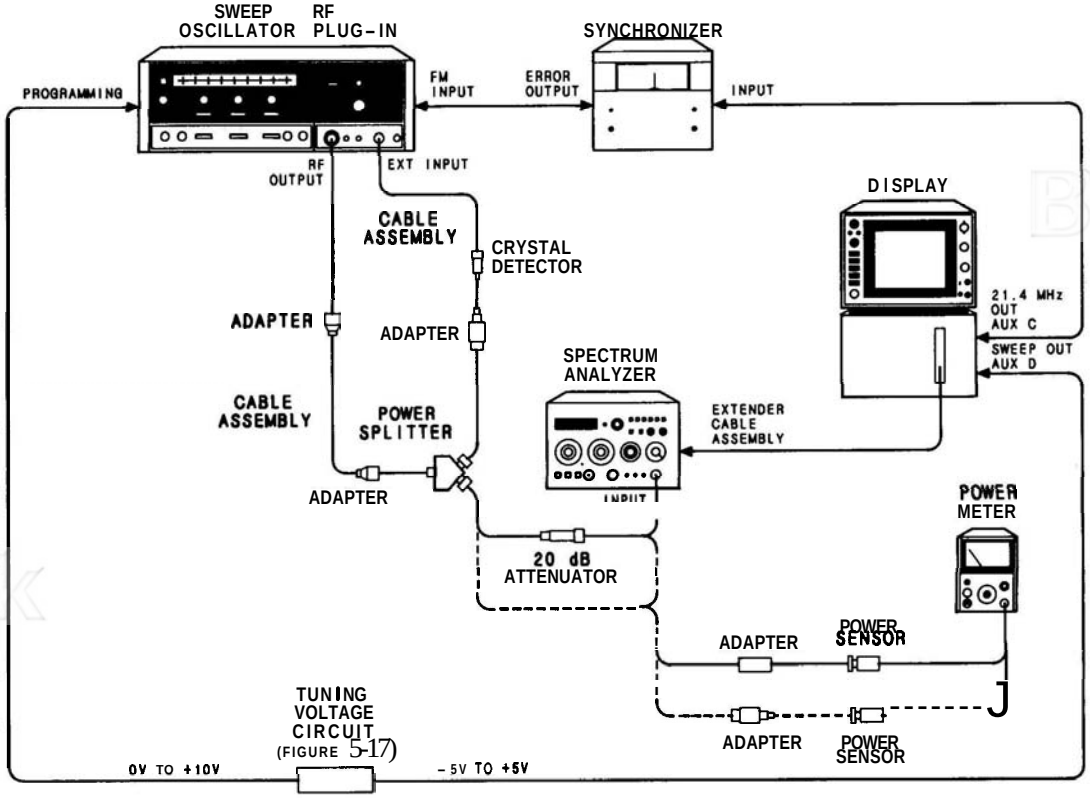

FIGURE 5-16. FREQUENCY RESPONSE ADJUSTMENTS TEST SETUP
2. Connect equipment as shown in Figure 5-16 with power meter/power sensor connected to 20 dB attenuator and HP 86222A/B (.01 – 2.4 GHz plug-in) installed in sweep oscillator mainframe.
8. Disconnect power meter/power sensor and connect 20 dB attenuator directly to analyzer RF INPUT as shown in Figure 5-16.
21. Install HP 86290B (2 – 18.6 GHz plug-in) or HP 86290B-H08 (2 – 22 GHz plug-in), if available, in sweep oscillator mainframe and reconnect cables as shown in Figure 5-16 with 20 dB attenuator connected to analyzer RF INPUT.